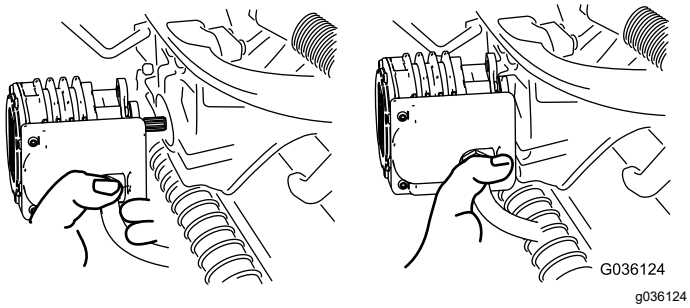

Figur 56
5. Flyt motoren hen i opbevaringspositionen foran på affjedringsarmen (Figur 56).